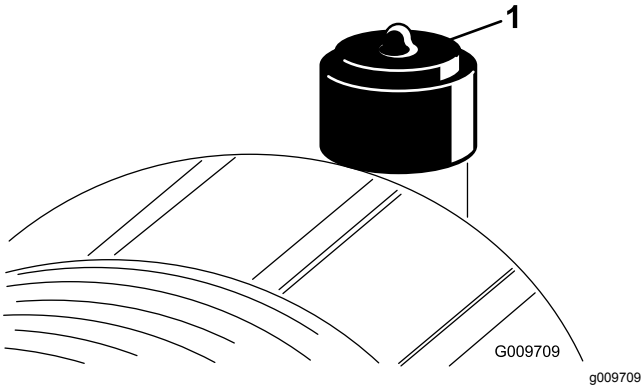

Figura 54
Revise el filtro del limpiador de aire únicamente cuando el indicador de mantenimiento (Figura 54) lo requiera. El cambiar el filtro antes de que sea necesario sólo aumenta la posibilidad de que entre suciedad en el motor al retirar el filtro.
9. Reinicie el indicador (Figura 54) si se ve rojo.